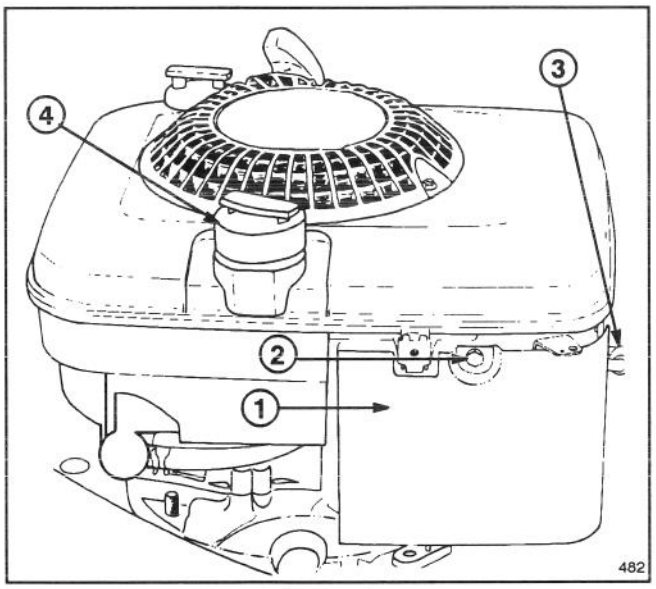

Figure 14
1. Stop engine and pull wire off spark plug (Fig. 14).
2. Remove screw securing air cleaner cover to engine (Fig. 14). Tilt air cleaner cover down and clean cover thoroughly.
1. Stop engine and wait for engine to cool. Pull wire off spark plug (Fig. 14).
2. Remove cap from fuel tank (Fig. 14) and use pump-type syphon to drain fuel into clean gas can.